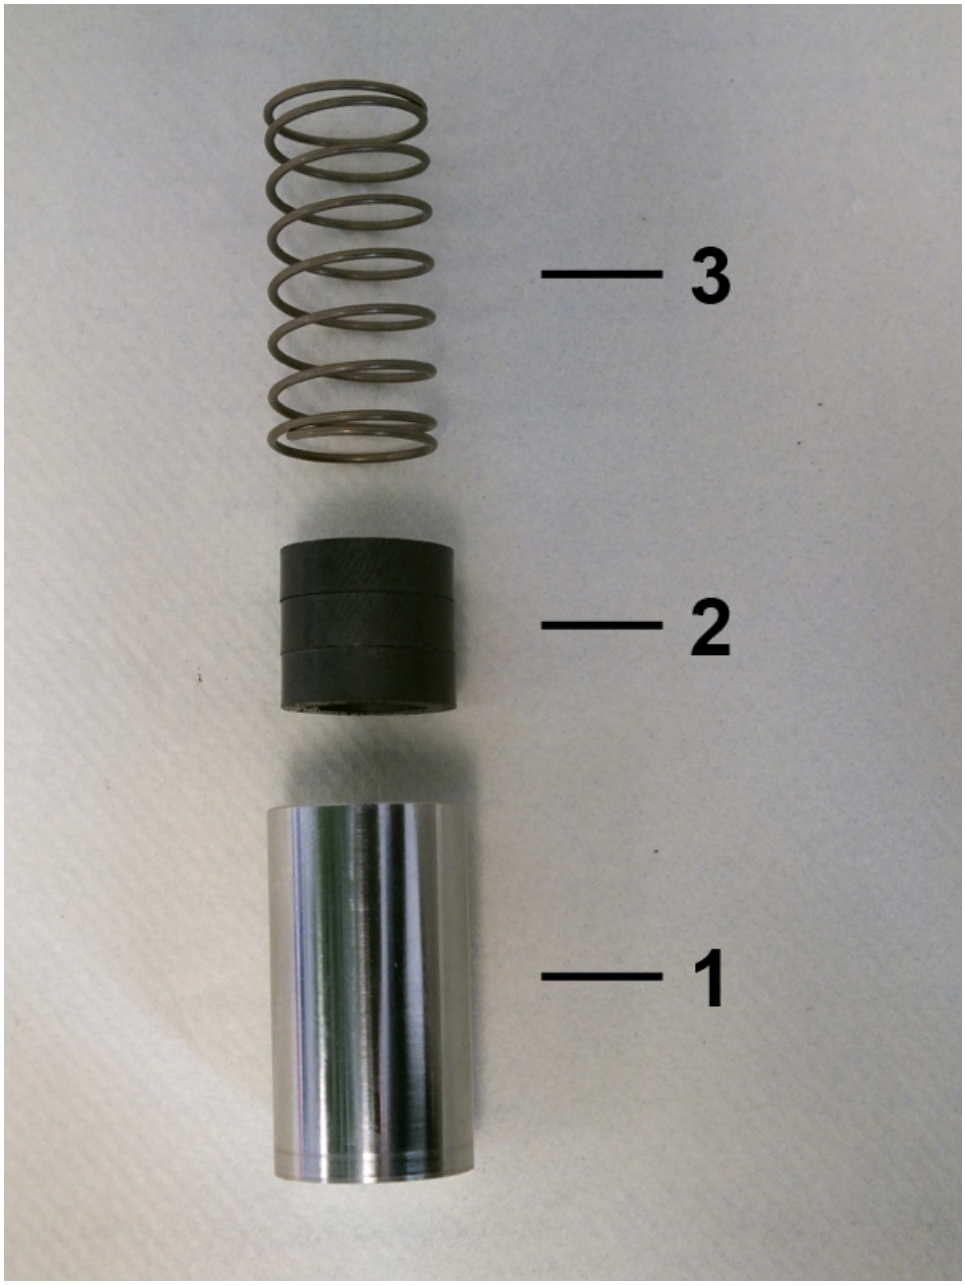

Fig. 59: Inner parts
6. Insert spring (*Fig. 59*/3) with magnets (*Fig. 59*/2)into the float (*Fig. 59*/1) ensuring proper magnetic pole orientation (north pole toward device outlet).